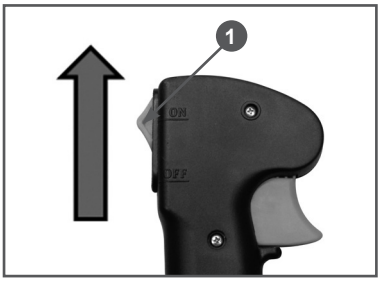

Рис. 8 Выключатель зажигания
4. Выключатель зажигания (Рис. 8 п. 1) установите в положение «ON» (ВКЛЮЧЕНО).